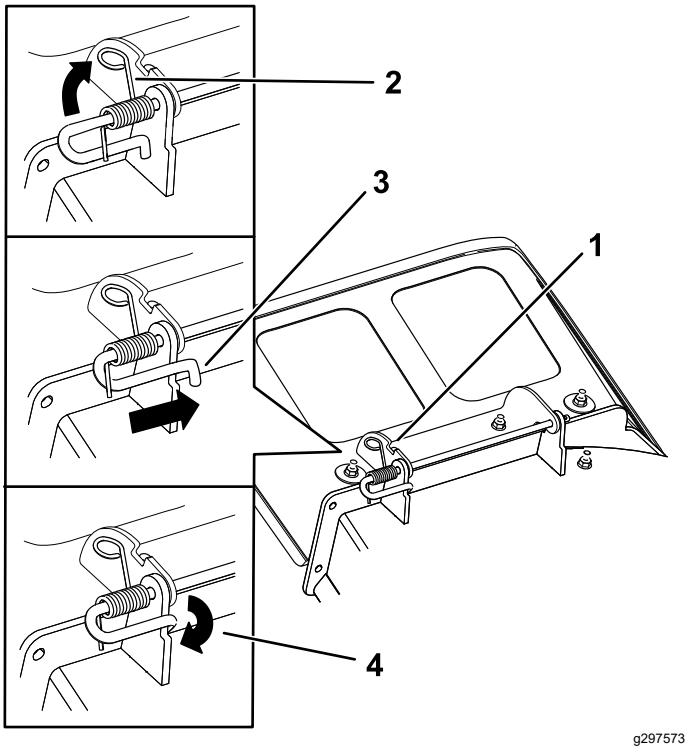

Rysunek 79
4. Ustaw nowy deflektor wyrzutowy tak, aby końcówki wsporników znalazły się między spawanymi wspornikami na podwoziu tnącym w sposób pokazany na Rysunek 79.
6. Ustaw sprężynę na sworzniu w sposób pokazany na Rysunek 79, aby krótszy koniec sprężyny wystawał spod sworznia przed punktem jego zagięcia i przechodził nad odcinkiem sworznia za zagięciem.
7. Unieś koniec sprężyny z pętlą i umieść go w wycięciu wspornika deflektora (Rysunek 79).
8. Zamocuj zespół sworznia i sprężyny, obracając go tak, aby krótki koniec sworznia wsunął się za przedni wspornik przyspawany do podwozia tnącego (Rysunek 79).